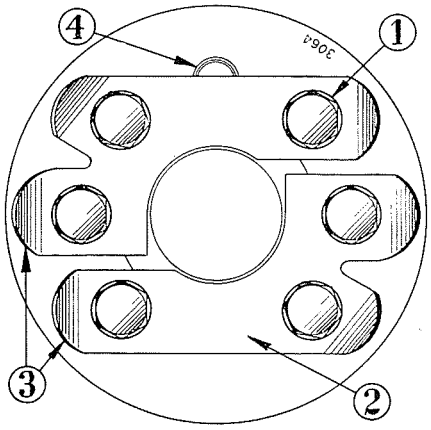

Bild 103
Einheitlich kommen jetzt bei allen Schwungradbefestigungen die Schraubensicherungsbleche (2), Bild 103, zur Verwendung, auch dort, wo nur vier Schrauben angebracht werden.
Die Sicherungsbleche müssen auf dem Schwungrad liegen, wie Bild 103 zeigt. Die um 3 mm hochgebogenen Lappen (3), sind dem Schwungrad abgewendet.